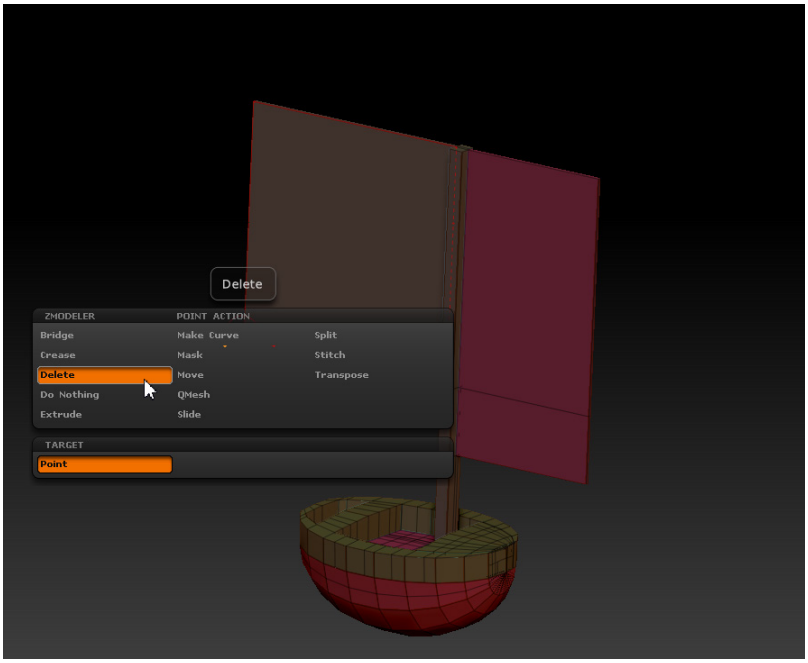

Figure 3-131 *Choosing the* ***Delete*** *option*
4. Hover the cursor on the point of the sailing cloth and right-click; the **ZMODELER** window is displayed. Next, choose the **Delete** option from the **POINT ACTION** area, as shown in Figure 3-131.